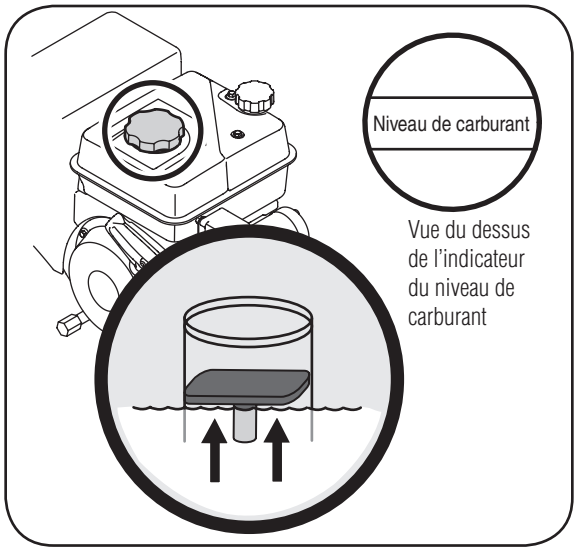

Figure 2-4: Indicateur du niveau de carburant.
1. Placez la clé de contact dans la fente. Figure 2-4. Vérifiez qu'elle s'emboîte bien. NE la tournez PAS. Le moteur ne peut pas démarrer tant que la clé n'est pas bien enfoncée dans le commutateur d'allumage.
2. Un indicateur du niveau du carburant se trouve dans le réservoir. Remplissez le réservoir jusqu'à ce que le carburant atteigne l'indicateur, Figure 2-4. Faites attention de ne pas déborder.